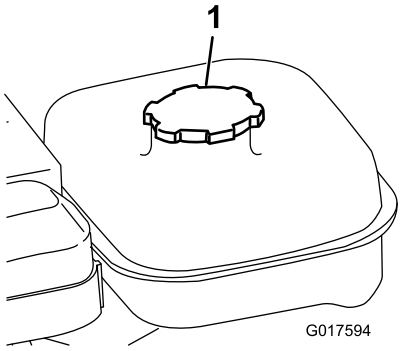

Rysunek 16
1. Oczyść obszar wokół korka wlewu paliwa i odkręć korek (Rysunek 16).